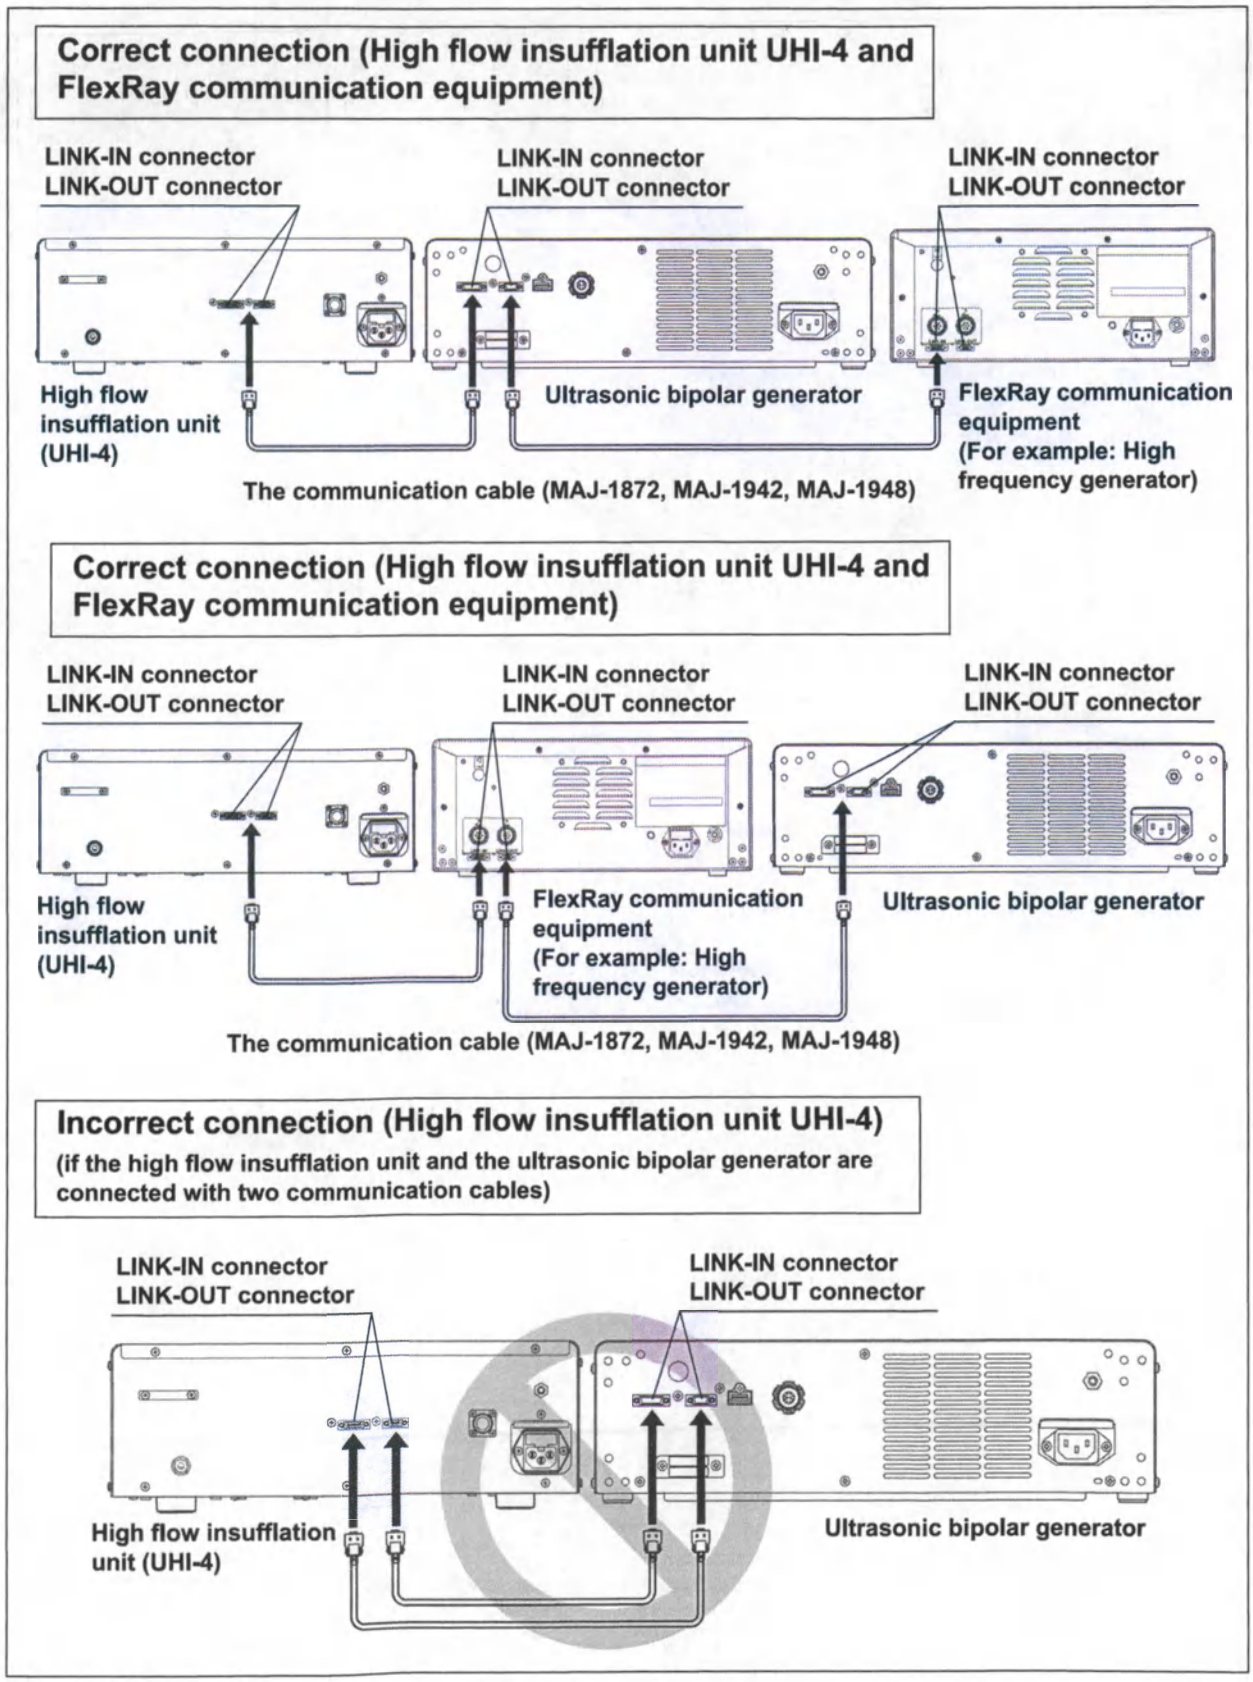

Figure 3.2
2. Connecting the communication cable (to the high flow insufflation unit UHI-4) Connect the plug of the communication cable to the LINK-IN or LINK-OUT connector of UHI-4. After connection, secure each plug by pushing it in while turning the screws on both sides of the plug. (See Figure 3.2)